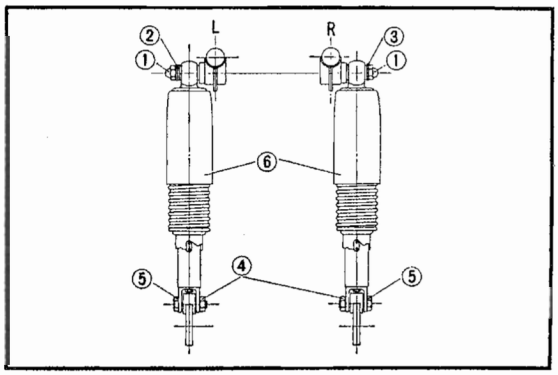

Fig. 4.72 Mounting bolt and nuts of rear cusnion
① 10mm cap nut
② Side grip
③ Special washer
④ 10mm thin nut
⑤ 10×36 hex bolt
⑥ Rear cushion
2. Install the cushion in the reverse order of disassembly. **(Fig. 4.72)**